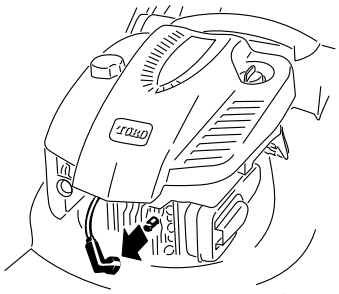

Figura 22
2. Staccate il cappellotto dalla candela (Figura 22) prima di eseguire interventi di manutenzione.